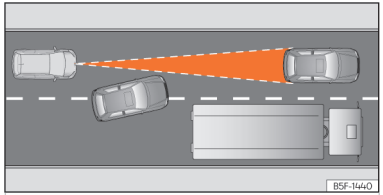

Abb. 106 Fahrspurwechsel eines anderen Fahrzeugs.
- Fahrzeuge, die in geringem Abstand auf die eigene Fahrspur wechseln ››› (Abb. 106).